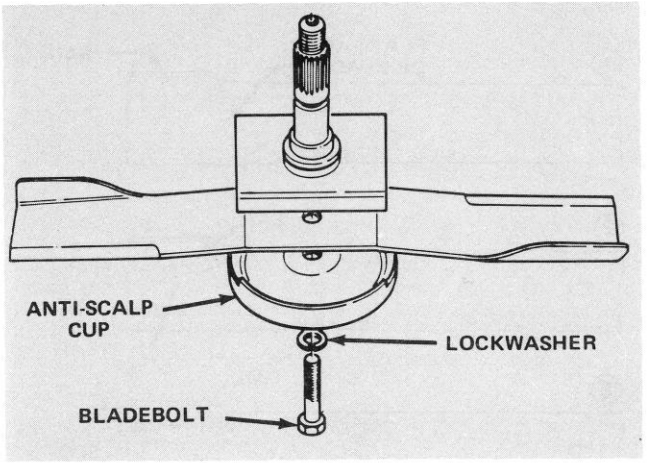

Figure 30
2. Grasp end of blade using a rag or thickly padded glove. Remove bladebolt, lockwasher, anti-scalp cup and blade from spindle shaft (Fig. 30).